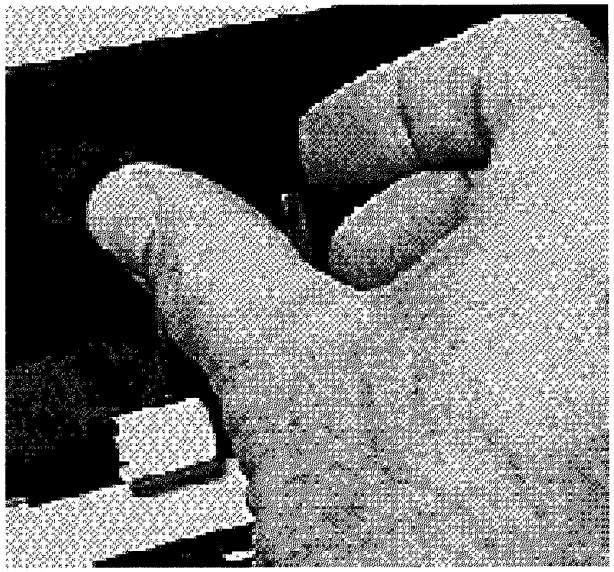

Рис. 4-36 **Снятие тормозной площадки ADF**
2. Снимите узел площадки ADF. Сожмите с двух сторон пластиковый корпус, в котором закреплена площадка и выньте весь корпус вместе с площадкой (рис. 4-36).